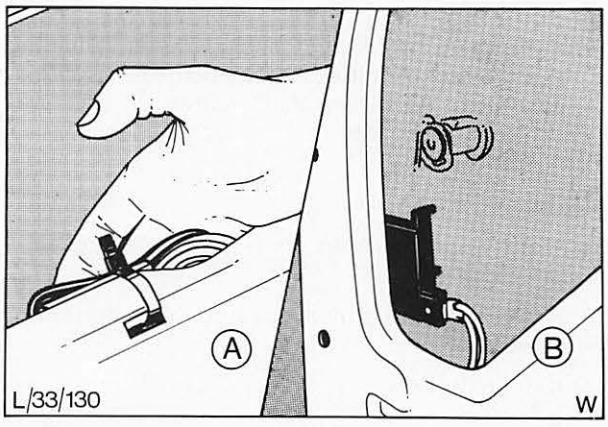

Abb. 28 A = Mehrfachstecker
1. Schloß der Fahrertür (Pos. 41 352) ausbauen und Mehrfachstecker am Boden des Türblechs von der Verkabelung abziehen, Abb. 28.